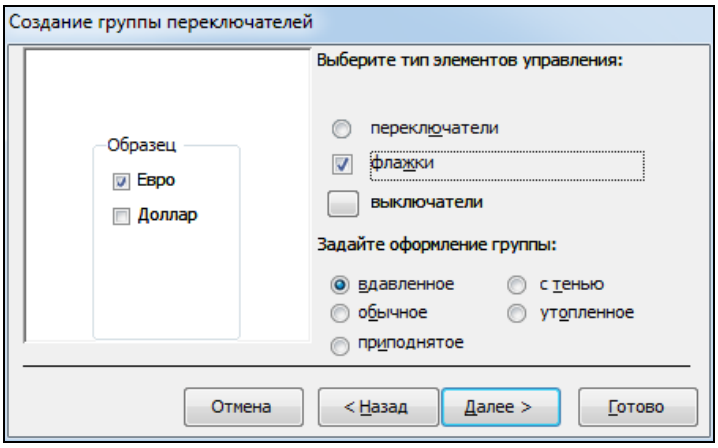

Рис. 3.46. Определение внешнего вида переключателей
7. Определяется внешний вид переключателей (рис. 3.46).